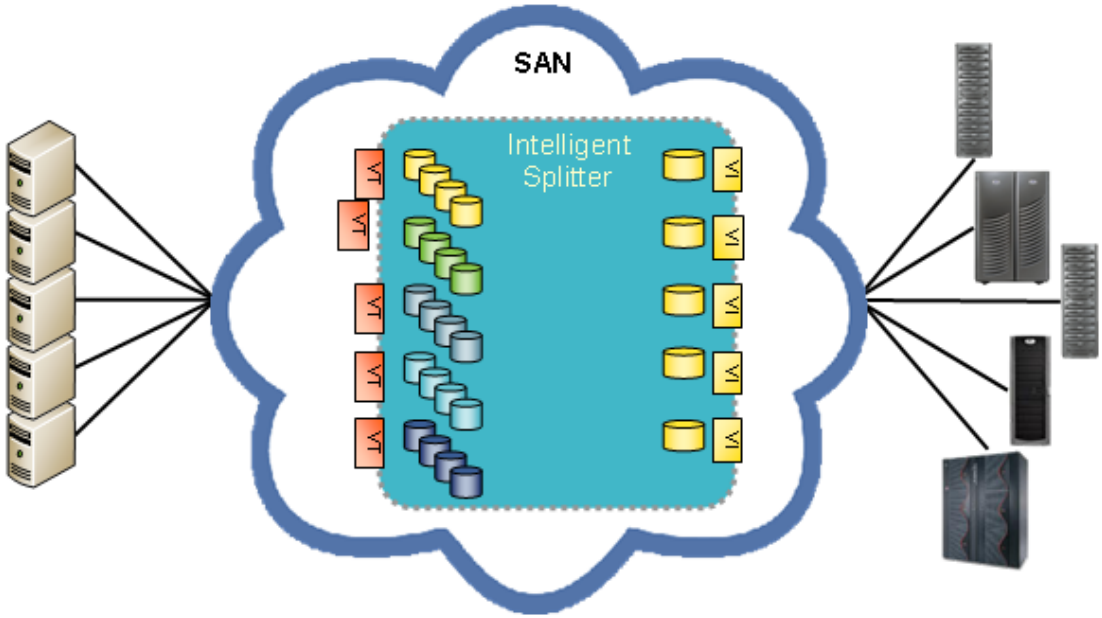

Figure 167 Logical topology
There are *Virtual Initiators* (VI) and *Virtual Targets* (VT). A host (initiator) or storage (target) is physically connected to the fabric. The VI and VT are logical entities that are accessible from any port on the chassis or in the fabric. See Figure 167.